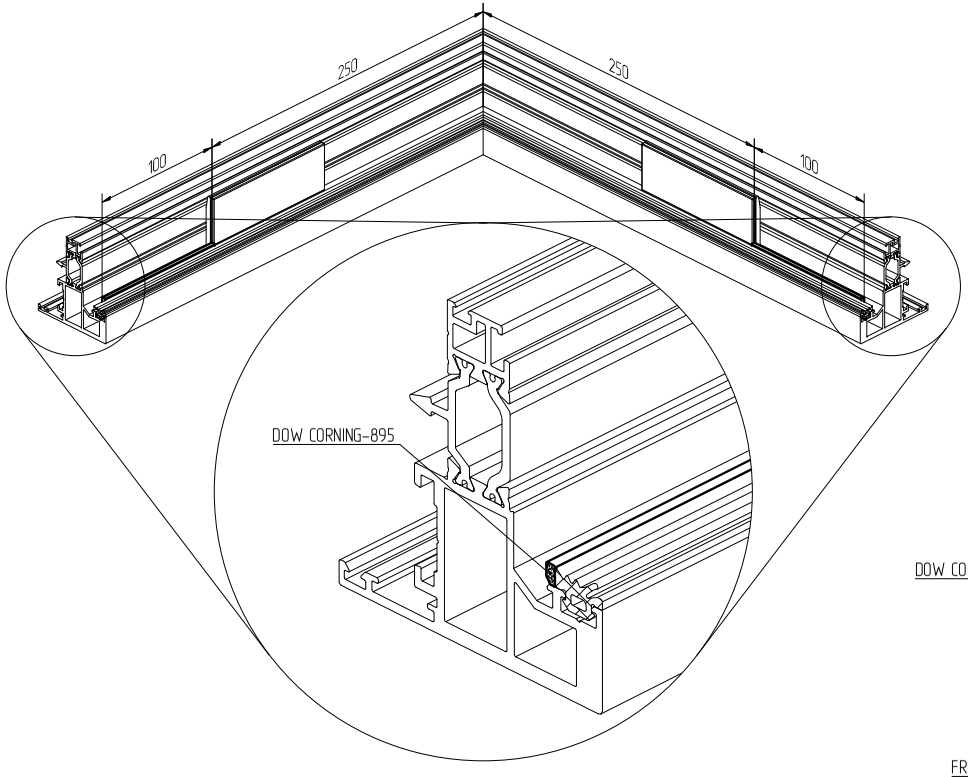

Рисунок 1
4. В выделенных зонах клеевых швов нанести на поверхность профиля слой герметика «DOW CORNING-895» параллельно уплотнителю EPDM. Слой герметика должен быть на 2-3 мм выше поверхности прилегания уплотнителя к заполнению (рис. 1).